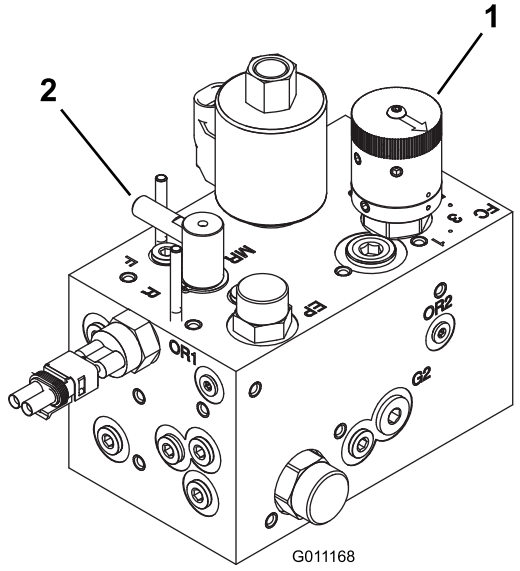

Figur 75
3. Vrid slipningsreglaget till slipläget (R). Vrid cylinderns hastighetsreglage till läge 1. Se Figur 75.